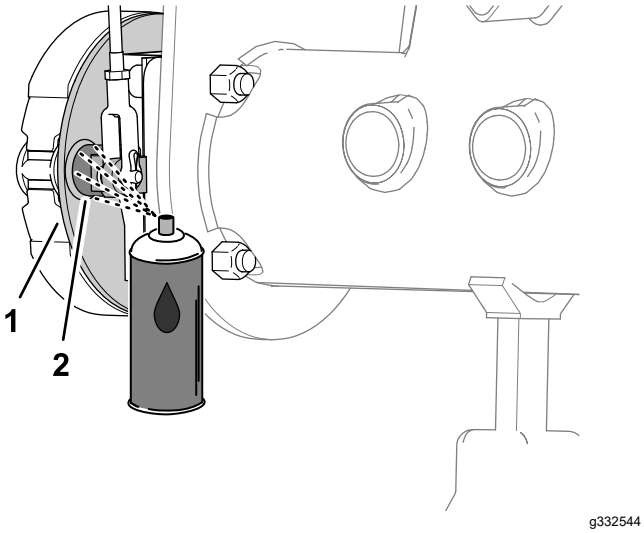
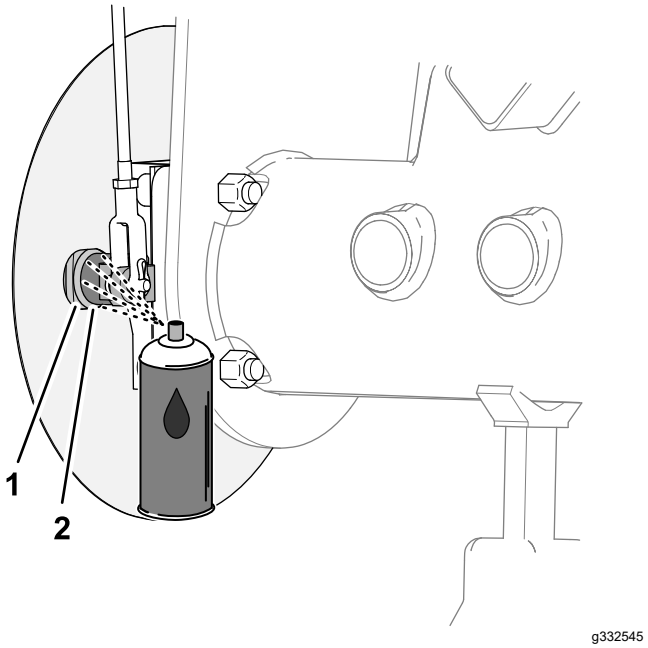

Figur 79
Figur 80
1. På indersiden af bremsens bagplade (maskiner uden fælggræsafskærmningen (ekstraudstyr)) eller hjulskærmen (maskiner med fælggræsafskærmningen (ekstraudstyr)) skal du påføre olie på området mellem bremseknastakslen og bagpladen (Figur 79 eller Figur 80).